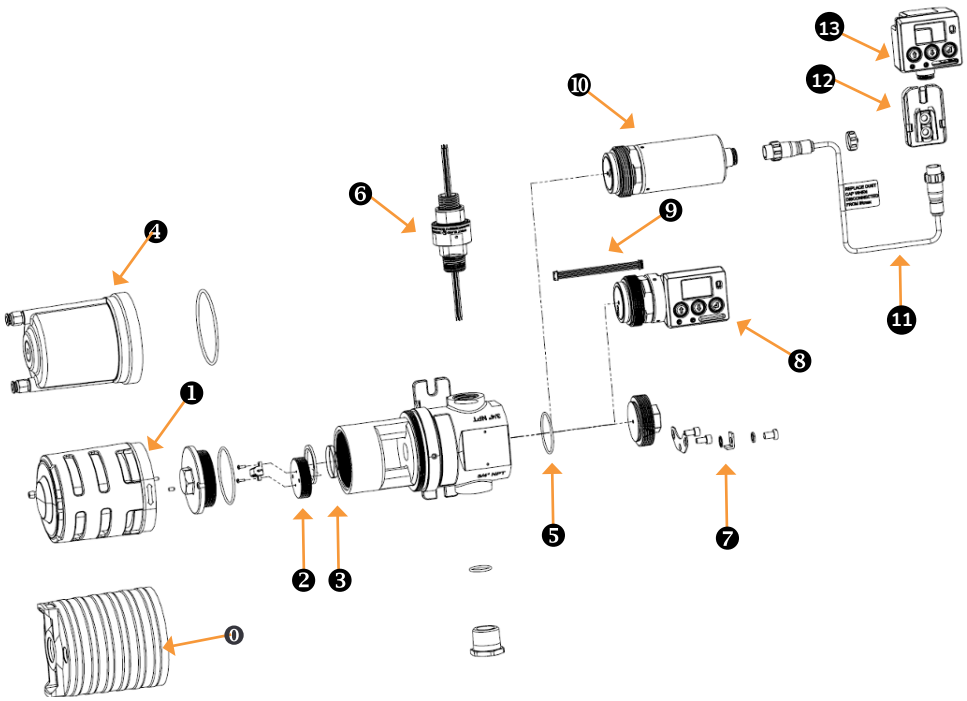

Afbeelding 2: Vergroot beeld van IR Plus
Op het display kunnen metingen van de IR Plus zowel lokaal als vanaf afstand worden gelezen. Dit kan direct worden aangesloten op de IR Plus of worden gekoppeld via een IS-barrièremodule (intrinsiek veilig) met tijdelijke of permanente bekabeling. In afbeelding 2 ziet u de beschikbare opties.
Voor meer informatie over andere accessoires voor de IR Plus ziet u afbeelding 2.
e. De bevestigingsplaat (item 7 op afbeelding 2) moet stevig worden vastgemaakt om te voorkomen dat de moer op de achterkant (of het vaste display of de IS-barrièremodule) lostrilt.
a. Verwijder voorzichtig het buitenste gedeelte van de wartel (afbeelding 2).